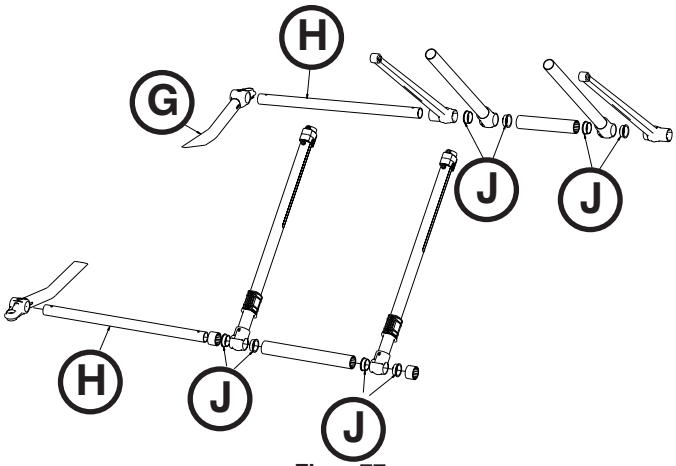

Figur 77
6. Ta bort den yttre basrörssvetsningen (G) på den sida som är skadad. Lämna kvar motstående sida som stöd för X-ramen (Figur 77).
7. Skjut fotbasrören (H) genom X-ramsbenen för att lossa X-ramen (Figur 77).
8. Ta bort det inre röret och spara bussningarna (J) till det nya röret (Figur 77).